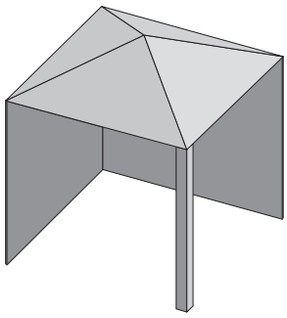
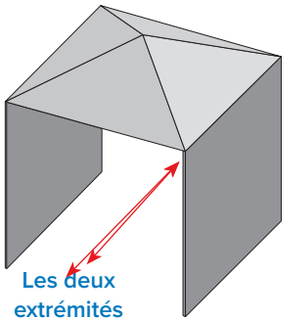

Fig. 2
Fig. 3
- » Les parois peuvent être parallèles, comme dans le cas d'un parpaing, ou perpendiculaires l'une à l'autre. **(Fig 2 & Fig 3).**